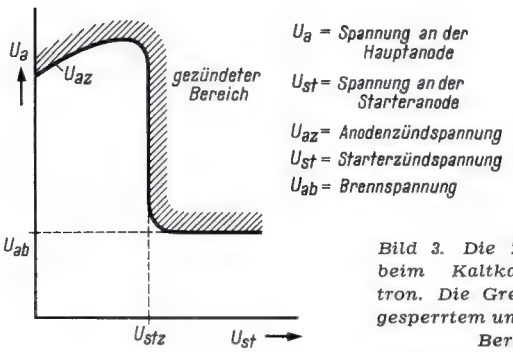

Bild 3. Die Zündkennlinie beim Kaltkatoden-Thyratron. Die Grenze zwischen gesperrtem und gezündetem Bereich
a) Die Zündkennlinie (Bild 3)
Der gezündete Bereich ist in Bild 3 schraffiert angedeutet. Er liegt oberhalb $U_a = U_{az}$ und rechts von $U_{st} = U_{stz}$.